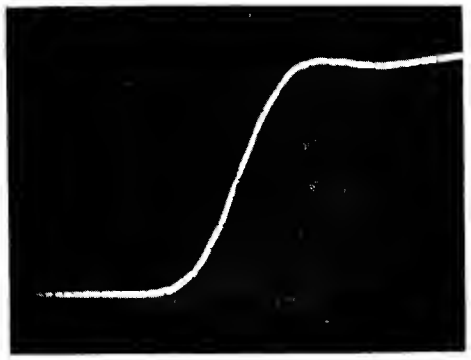

Figure 7. Pulse Period Measurement
12. Adjust time-interval STOP 18 to overlap 50% point of next pulse leading edge (for pulse period measurements) or to overlap 50% point of pulse trailing edge (for pulse width measurements) at center vertical line. (See figure 7 or 8 as applicable.)